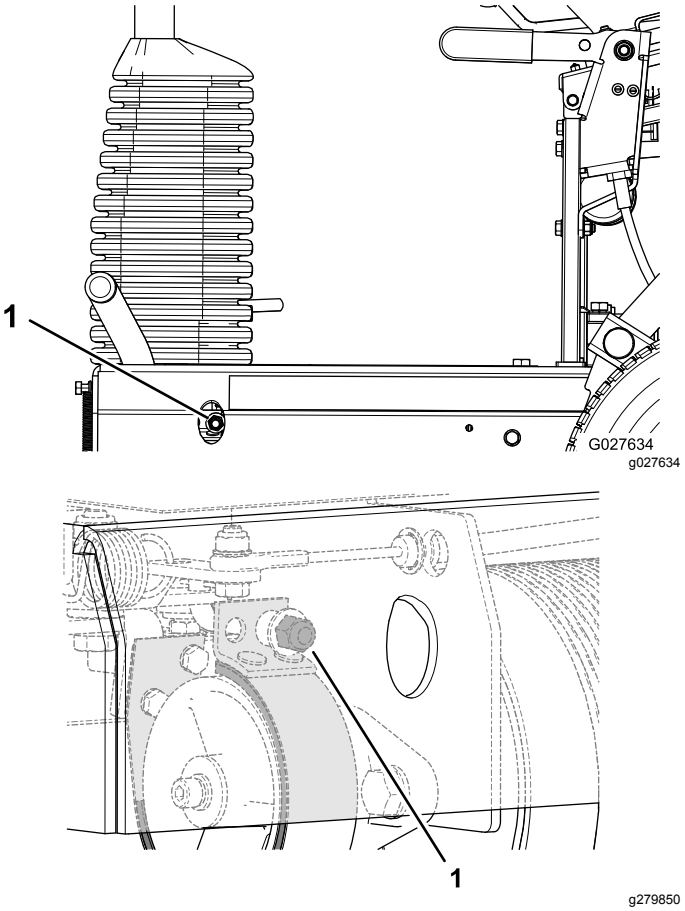

図 34
- ブレーキの効きを強くするにはブレーキロックナットを右回しに締め付ける 図 34。
- ブレーキの効きを弱くするにはブレーキロックナットを左回しにゆるめる 図 34。